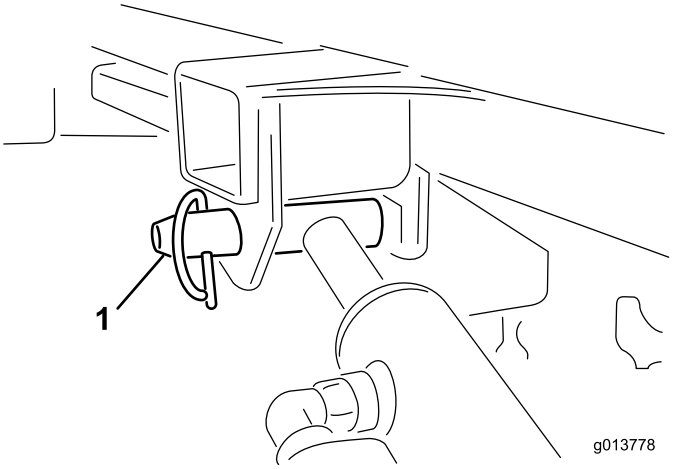

Rysunek 44
11. Jedną ręką przytrzymaj siłownik podnoszenia. Drugą ręką wyjmij kołek zabezpieczający siłownika podnoszenia (Rysunek 44).